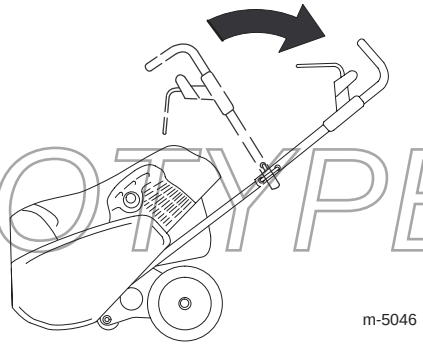

Figur 4
3. Placera det övre handtaget enligt figur 4.